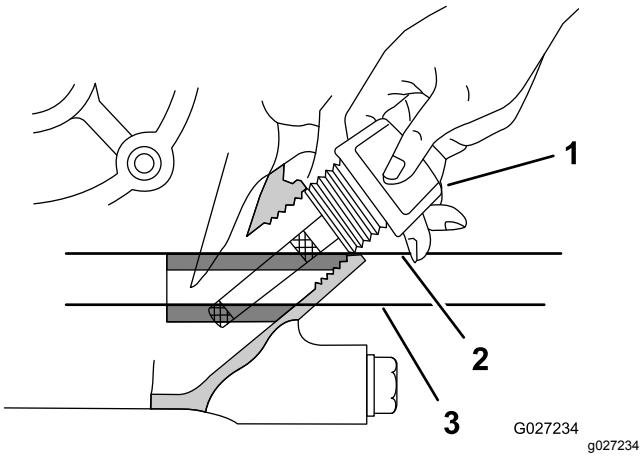

Rysunek 8
4. Wyjmij wskaźnik poziomu z silnika i wytrzyj go czystą szmatą (Rysunek 8).
5. Wsuń wskaźnik poziomu do silnika tak, jak pokazano na Rysunek 8.
6. Wyjmij wskaźnik poziomu z szyjki wlewu i spójrz na poziom oleju widoczny na wskaźniku (Rysunek 8).
Informacja: Poziom oleju silnikowego musi zawierać się pomiędzy zaznaczonymi liniami na wskaźniku poziomu (Rysunek 8).
8. Ręcznie dokręć wskaźnik poziomu w szyjce wlewu (Rysunek 8).